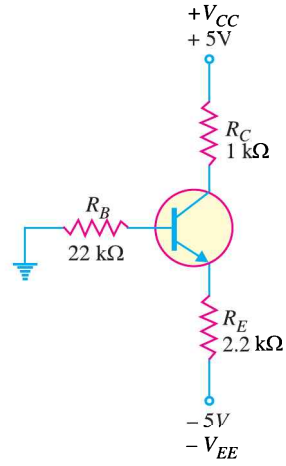

Fig. 9.55
13. To what value can R_E in Fig. 9.55 be reduced without transistor going into saturation ? **[639Ω]**